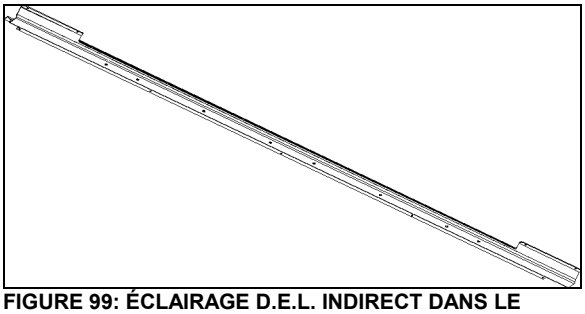

FIGURE 99: ÉCLAIRAGE D.E.L. INDIRECT DANS LE PORTE-BAGAGE À MAIN
2. Avec un tournevis pour vis cruciforme, dévisser et retirer la bande à D.E.L. existante (Figure 99).